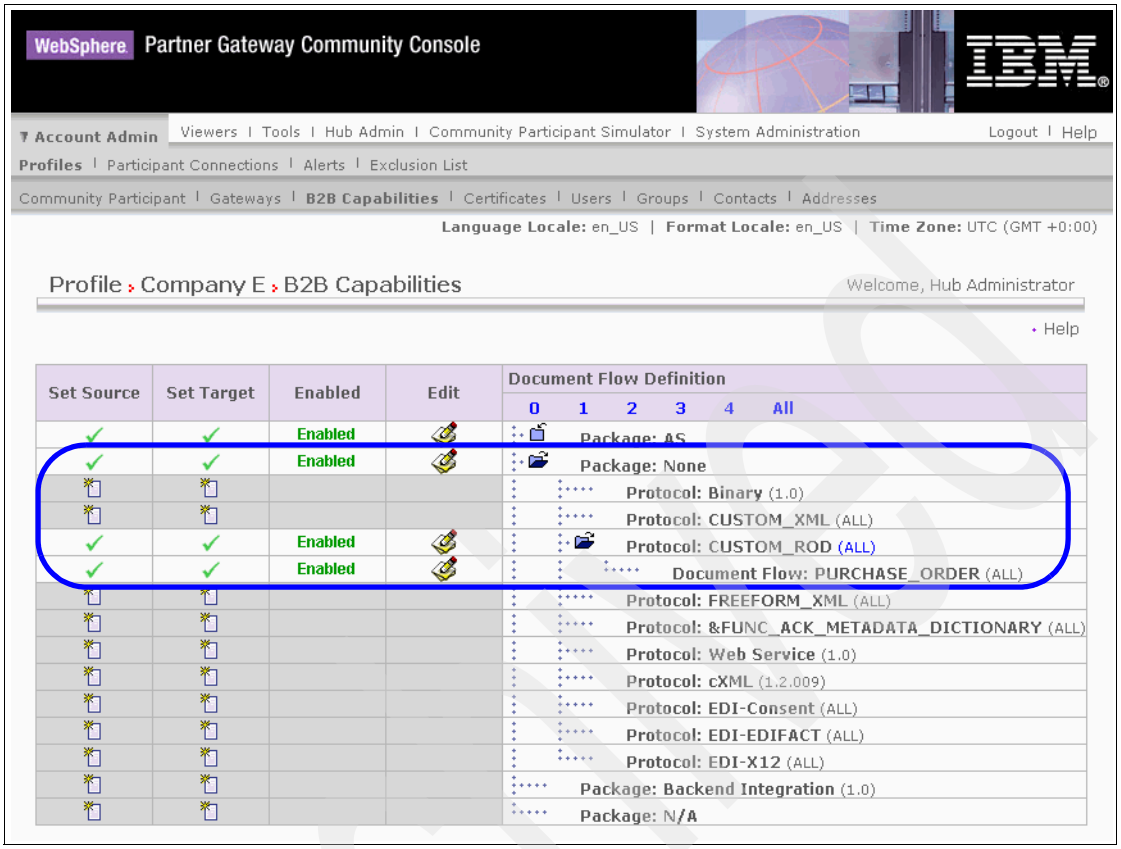

Figure 15-66 Company E's B2B capability
4. Click **Search**. From the list of participants displayed, click the **magnifying glass** next to **Company E** to open Company E's profile. Click **B2B capabilities**, opening the window shown in Figure 15-66 on page 522.